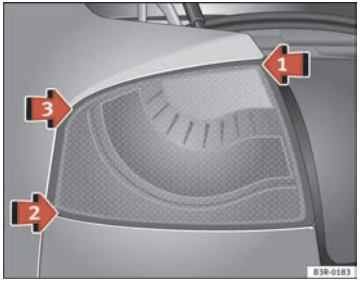
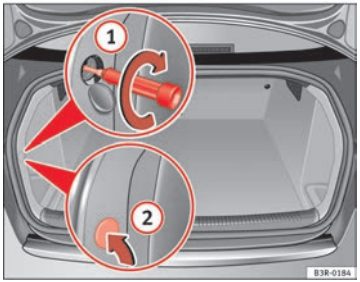

Fig. 215 Fitting the tail light unit
Fig. 216 Luggage compartment: Location of the bolt securing the tail light unit
– First place the tail light unit in ⇒ fig. 215 arrow (1) in the housing.
– Gently press the tail light unit against the housing, first in position (2) and then in position (3), until that the clips engage firmly in the rubber mountings.
– Apply gentle pressure to the front side of the tail light unit and secure using the screwdriver, from the luggage compartment ⇒ fig. 216 (1).
– Replace the cover (2) in the interior trim.